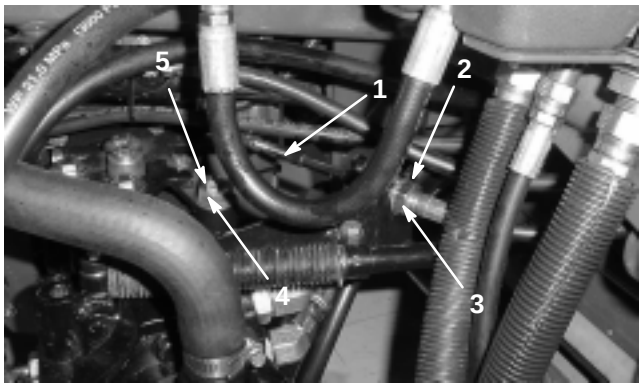

Figure 52
A. Loosen both jam nuts securing the traction control cable to the bulkhead on the hydrostat (Fig. 52). Make sure the jam nuts are loosened equally and sufficiently to allow adjustment.
Note: Loosen the nut securing the eccentric to the top of the hydrostat (Fig. 52).
C. Rotate the eccentric until creep does not occur in either direction. When the wheel stops rotating, tighten the nut locking the eccentric and the adjustment (Fig. 52). Verify the adjustment with the throttle in the Slow and Fast position.
D. From each side of the bulkhead, tighten the locknuts **evenly**, securing the traction cable to the bulkhead (Fig. 52). Do not twist the cable.